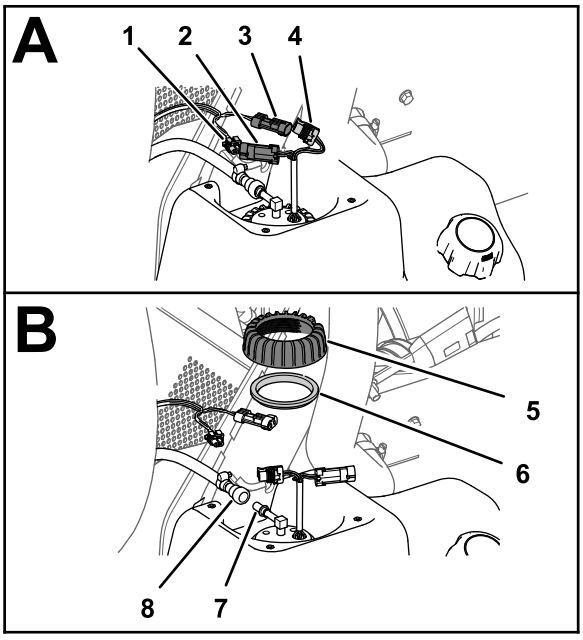

図 86
1. 燃料ポンプ / センダーユニットの2ピンコネクタから、車両用のワイヤハーネスの2ソケットコネクタを外し燃料ポンプ / センダーユニットの2ソケットコネクタから、車両用のワイヤハーネスの2ピンコネクタを外す図 86。
2. 燃料ホースカップラの固定スリーブを燃料ポンプ / センダーユニットのフィッティングからずらし、フィッティングからカップリングとホースを取り外す図 86。
3. 燃料ポンプ / センダーユニットのナットを左に回して、ナットとシールを取り外す図 86。